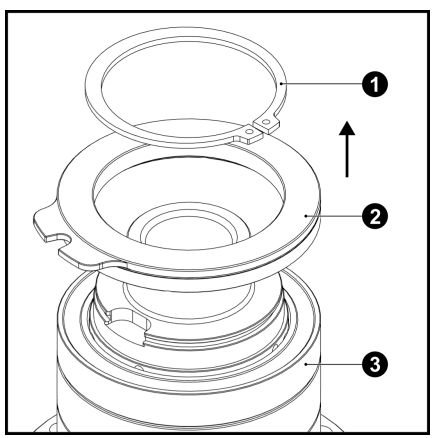

**Рис. 18**
**3.9** Установите блокировку в вертикальное положение, так чтобы зубья ведомой шестерни были направленны вверх. Это предотвратит выход блокирующей муфты (**3**) из направляющих отверстий корпуса. (**Рис. 18**)
**3.10** Снимите стопорное кольцо (**1**) удерживающее магнит и сам магнит (**2**) и отложите их в сторону до момента окончания регулировки натяга подшипников и зазора главной пары. Блокирующая муфта (**3**) должна остаться на своём месте. (**Рис. 18**)